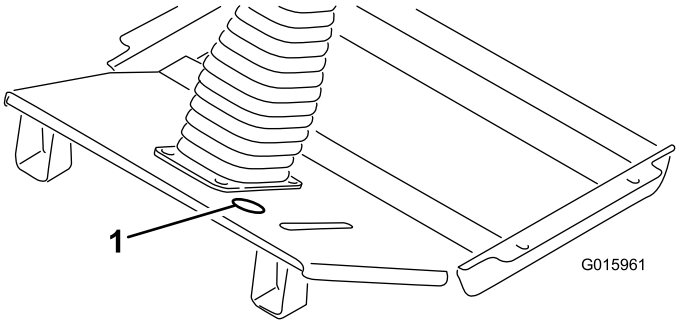

図 3
1. ブレーキペダルとステアリングコラムとの間のフロアプレートについている打ち抜きプラグを打ち抜く（図 3）。フロアプレートに打ち抜きプラグがない場合には、次の項で説明する穴あけ作業を行う。